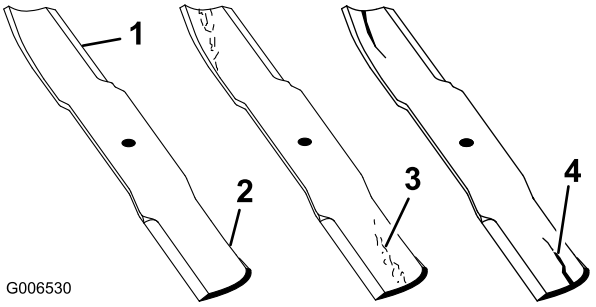

Figuur 48
1. Controleer de snijranden (Figuur 48).
2. Controleer de messen, met name het gebogen deel (Figuur 48).
Opmerking: Als u beschadiging, slijtage of groefvorming in dit deel constateert (3 en 4 in Figuur 48), moet u het mes direct vervangen.